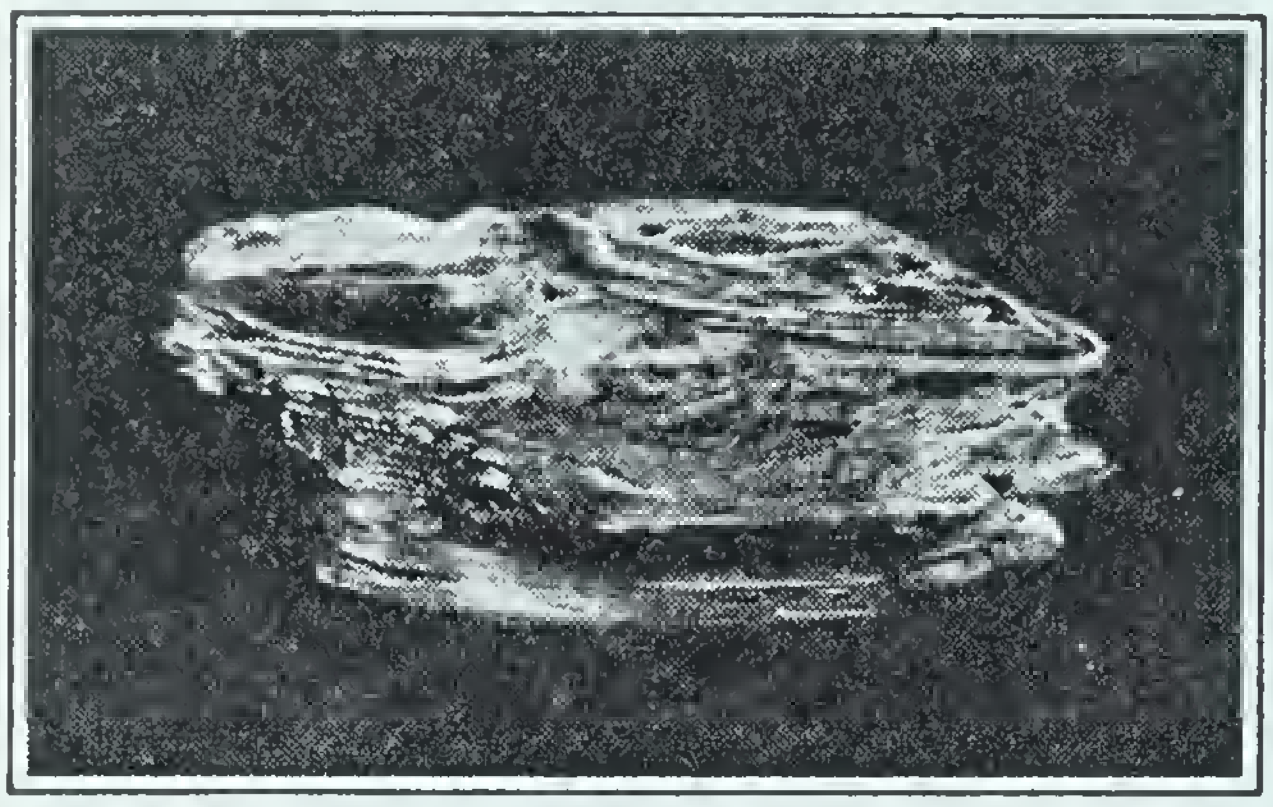

Fig. 281. A typical sample of mica
2. ***Mica.*** The name *mica* is given to a number of silicates all of which can be split into thin sheets (Fig. 281). These sheets are used as insulators in various electrical machines. Powdered mica has various uses, such as the manufacture of wallpaper coating and certain kinds of roofing. It is the common "Christmas-tree snow."